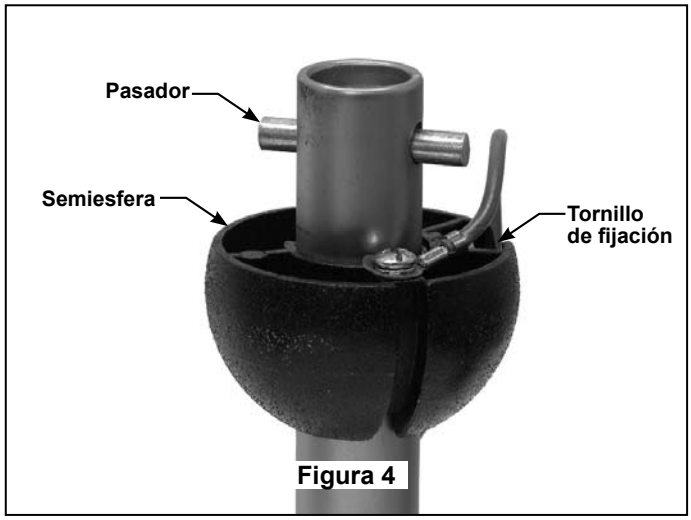

Figura 4
4. Afloje el tornillo de fijación de la semiesfera para lograr que ésta pueda desplazarse libremente por el barral. (Figura 4) Retire el pasador del barral y luego extraiga la semiesfera. Conserve el pasador y la semiesfera para su reinstalación en el Paso 8.
8. Vuelva a colocar la semiesfera (Figura 4) en el barral como se indica a continuación. Pase los tres cables de 2 m (80˝) y el cable de soporte a través de la semiesfera. Pase el pasador a través de los dos orificios en el barral y alinee la semiesfera de modo que el pasador quede atrapado en la ranura de la parte superior de la misma. Empuje la semiesfera hacia arriba, bien ajustada contra el pasador. Ajuste firmemente el tornillo de fijación de la semiesfera. Si el tornillo está flojo, podría provocar oscilación del ventilador.